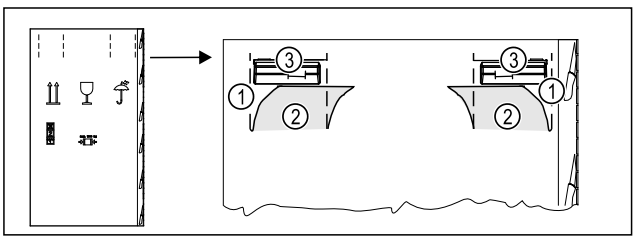

Fig. 5
▶ Вдавите упаковочный картон сверху по перфорации *Fig. 5 (1)*.
▶ Извлеките вдавленные клапаны *Fig. 5 (2)*.
▷ Можно увидеть ручку для переноски *Fig. 5 (3)* справа и слева.
▶ Удерживайте устройство за ручки для переноски *Fig. 5 (3)*.